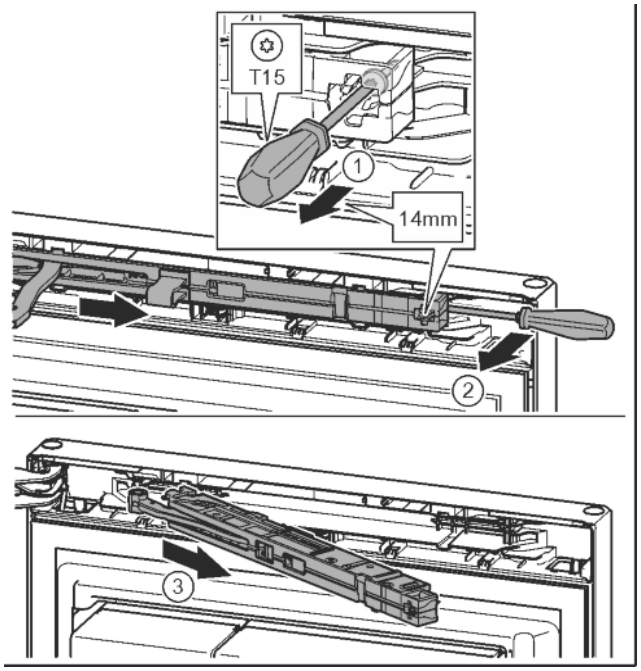

*Fig. 14*
▶ Undo the soft-stop mechanism screw with a T15 screwdriver approx. 14 mm. *Fig. 14 (1)*
▶ Insert a screwdriver behind the soft-stop mechanism on the handle side and rotate forwards. *Fig. 14 (2)*
▶ Remove soft-stop mechanism. *Fig. 14 (3)*